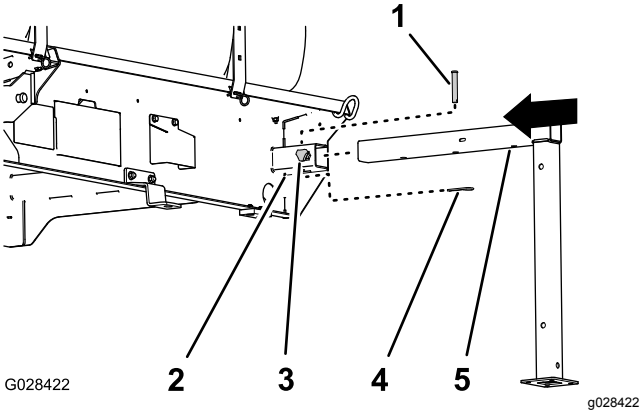

Figur 133
1. Ret den forreste donkraft ind efter donkraftens modtager foran på tanken (Figur 133).
2. Sæt donkraften i modtageren, indtil det midterste hul i det vandrette donkraftrør er på linje med hullet øverst på modtageren (Figur 133).
4. Skru et låsegreb på modtageren, og stram grebet ved håndkraft (Figur 133).